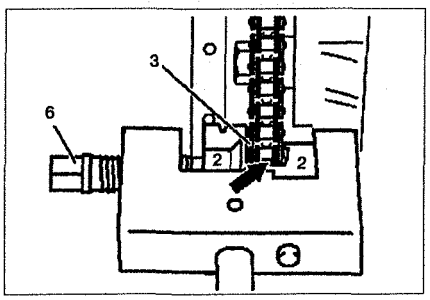

Рис. 2.90. Затяните шпиндель 6 до упора.
9. Затяните шпиндель **6** до упора (см.рис.2.90). При затягивании шпинделя **6** убедитесь, что пальцы промежуточного звена вставлены в отверстия наружной плиты **3** звена.